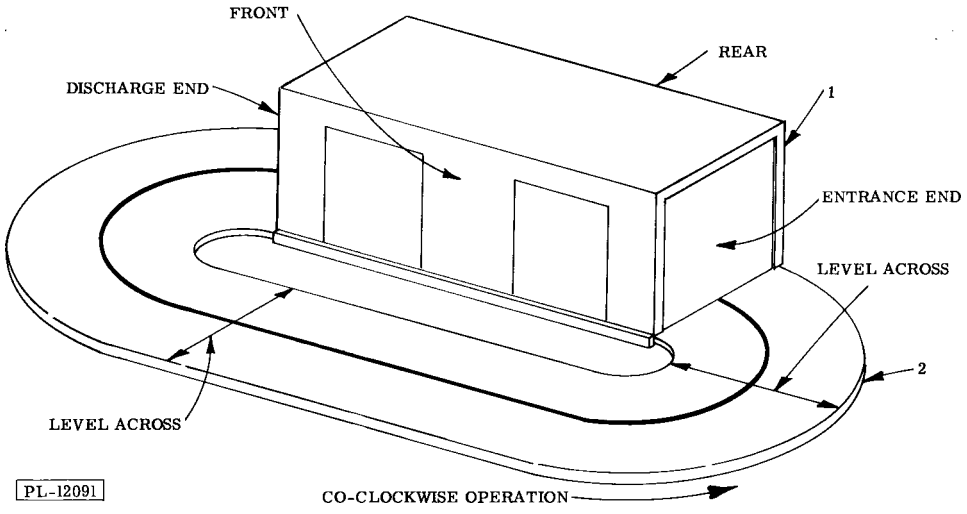

Fig. 1
A.1 Standard C-Line A dishwasher (1, Fig. 1).
A.2 Tabling and conveyor mechanism (2, Fig. 1).
B.2.2 Level the dishwashing machine from the discharge end to the entrance end and from front to rear (see Fig. 1). Use a 2' carpenter's level and adjust each foot. Set the dishwasher at minimum height from floor and level it. Place level on tank lip for leveling front to rear and on rack tracks for leveling end to end. The minimum distance from the floor to the tank lip should be approximately 34".
B.3.1 Next, the tabling should be set in place starting at the entrance and discharge ends of the dishwasher (see Fig. 1). Additional extension legs (Part No. A-102396) are available at extra cost if required for unusually large oval installations (approx. 40' chain length or over), and triangular or L-shaped installations to allow necessary adjustments to be made for sloping floors.